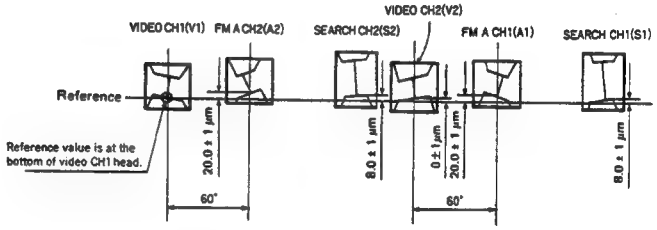

Fig. 2-61
4. Confirm the value of each head with respect to Fig. 2-61. If out of specification, it is necessary to adjust the relative head height.
2) Using the head height adjusting setscrews, adjust other heads so that each of them has the correlative height to the reference height (the lowest head height) as shown in Fig. 2-61.